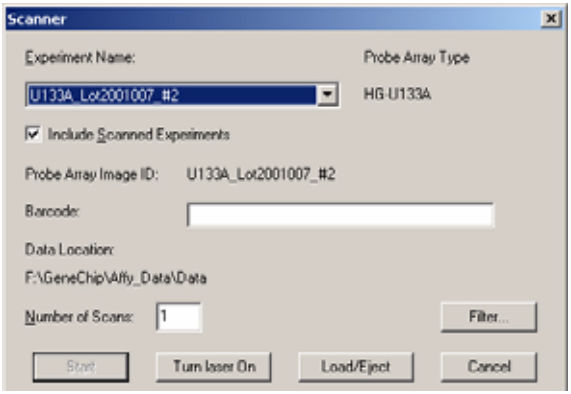

Figure L.25
2. Click the **Start** button in the Instrument Control shortcut bar or the main toolbar. Alternatively, select **Run →Start AutoLoader** from the menu bar **(Figure L.25)**.
- You may change the number of scans in the **Scanner** dialog box **(Figure L.25)**. Multiple scans are statistically averaged to create a single image data file (*.dat).
The probe array cartridge will automatically eject after a run; however, if you must eject a cartridge, click the Load/Eject button **(Figure L.25)**. This command is only available in manual mode.